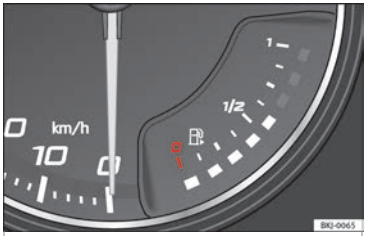
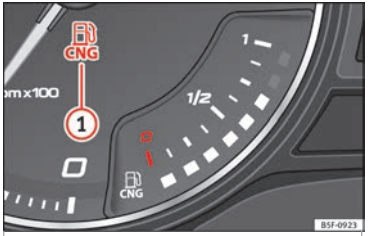

**Fig. 128** Fuel gauge.
**Fig. 129** Instrument panel: Natural gas gauge
The display ››› Fig. 128 only works when the ignition is switched on. When the display reaches the reserve mark, the lower diode lights up in red and the control lamp appears ››› page 117. When the fuel level is very low, the lower diode flashes in red.
The gauges ››› Fig. 129 and ››› Fig. 128 only work when the ignition is on. When the display reaches the reserve mark, the lower LED lights up in red and the control lamp appears. When the fuel level is very low, the lower diode flashes in red.
- The green warning lamp ››› Fig. 129 ① lights up when the vehicle is running in natural gas operating mode.